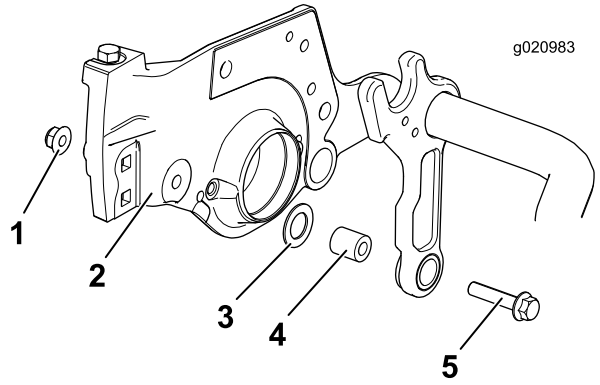

Figuur 4
4. Verwijder de gebruikte moer, de platte ring en het afstandsstuk. Gooi het afstandsstuk weg maar bewaar de moer en de platte ring (Figuur 4).